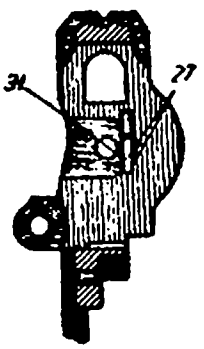
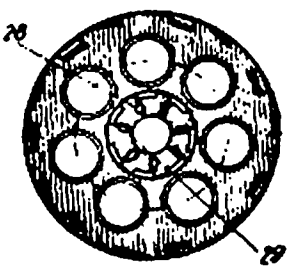

Рис. 10
Рис. 11
б) стенок щели в рамке для собачки (*27* на рис. 10); в) стенок зубьев храпового колеса (*28* на рис. 11).	При утыкании дулец гильз в одной или двух каморах барабана, вследствие износа зубьев храпового колеса, — заменить барабан (карта 10).
2. Утыкание собачки в зуб храпового колеса барабана из-за нарушения формы нижней грани зуба храпового колеса (*29* на рис. 11) в виде образовавшегося на ней выема. Повернуть курок назад резким нажимом пальца на спицу. Курок должен ставиться на боевой взвод свободно, независимо от скорости его взведения. Отделить барабан и осмотреть нижние грани зубьев храпового колеса, нет ли на них выемов.	Подобрать новую собачку. Если этим неисправность не устраняется, подобрать барабан (карта 10) и притупить верхний конец собачки фаской, чтобы он не мог сделать наминов на нижней грани зуба храпового колеса барабана.
4. Изгиб правой стенки щели для собачки в рамке на месте отверстия для оси барабана (*31* на рис. 10). Осмотреть щель на задней стенке рамки и проверить, не заклинивается ли собачка при повертывании спускового крючка назад. Собачка должна свободно перемещаться в щели рамки; незначительное боковое шатание ее в щели допускается.	Выправить стенку щели для собачки в рамке (карта 11).